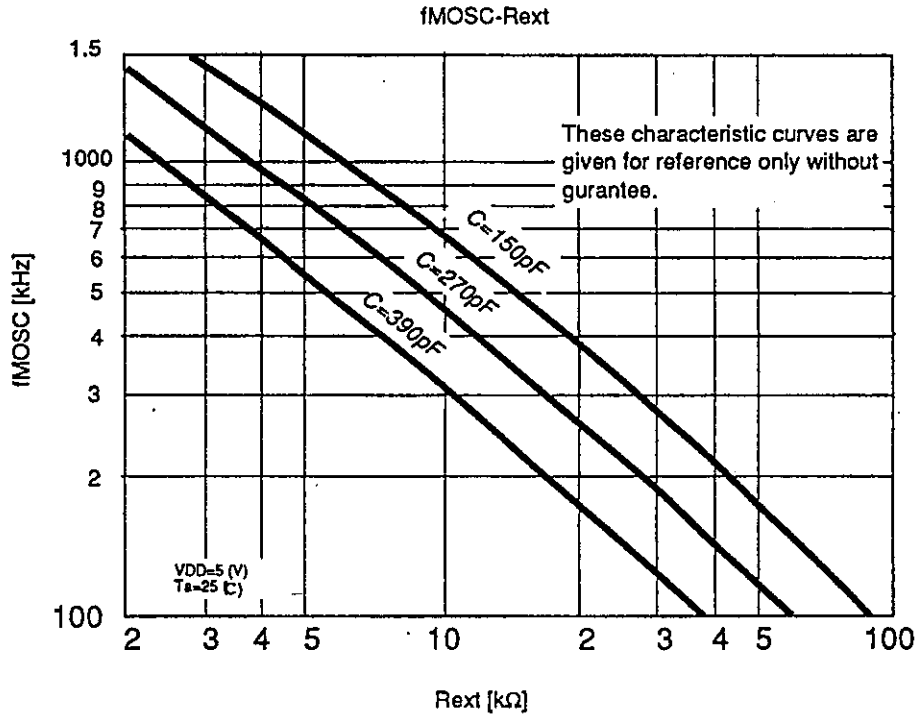

Fig. 8 RC Oscillation Frequency Data (Typ.)
Fig. 8 shows the RC oscillation characteristic of the LC6543N, 6546N. For the variation range of RC OSC frequency of the LC6543N, LC6546N, the following are guaranteed at the external constants only shown below.
- If any other constants than specified above are used, the range of Rext=3kΩ to 20kΩ, Cext=150pF to 390pF must be observed. (See Fig.8.)